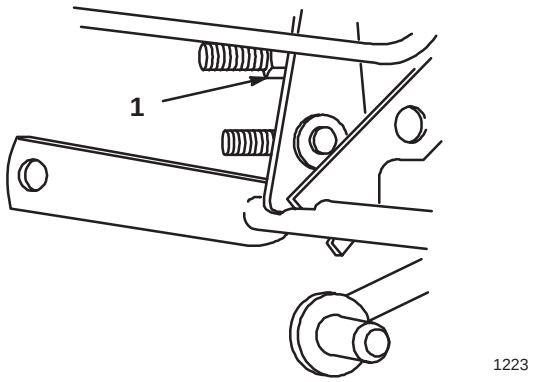

Figure 12
1. Adjust by turning transport height nut, (Fig. 12) on lift mechanism, clockwise to raise or counterclockwise to lower mower.